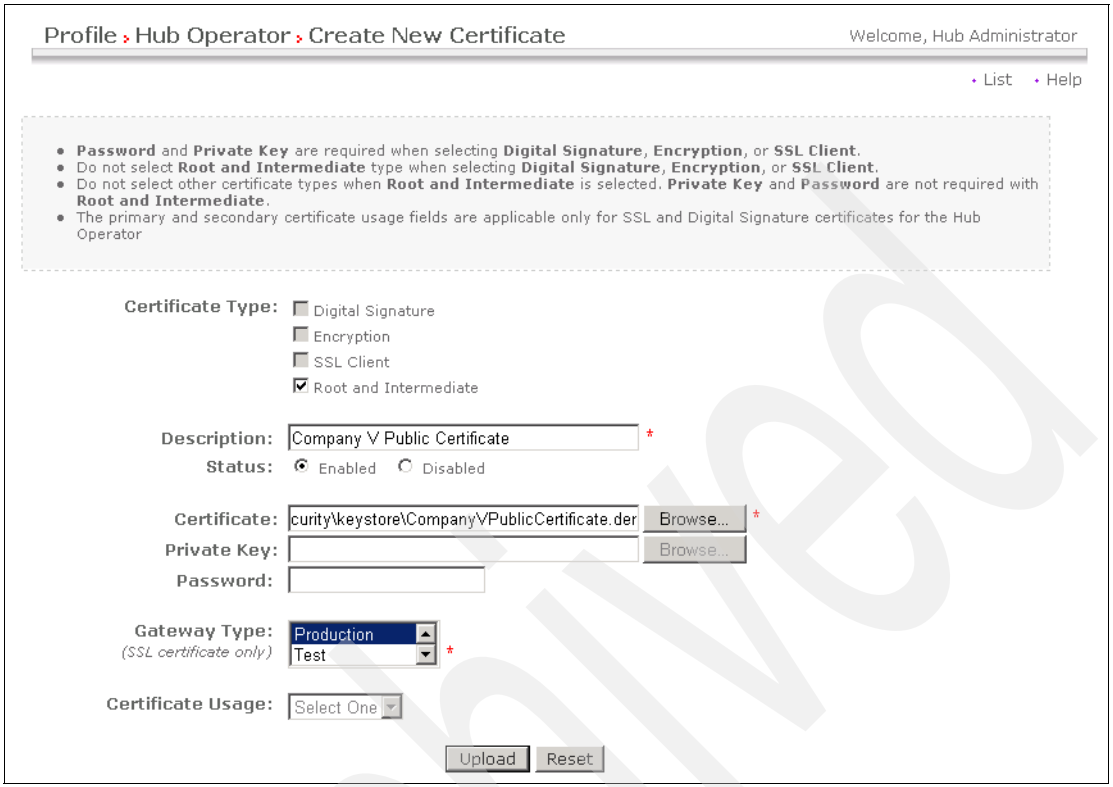

Figure 13-20 Uploading a new certificate
5. In the Create New Certificate window (Figure 13-20 on page 442), complete these tasks: